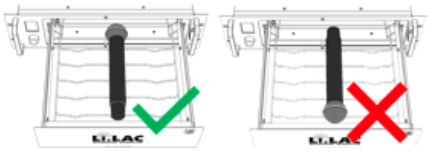

Fig. 3a
3. Place microphones inside drawer with the head of the microphone facing the marking (Fig .3a and 3b).